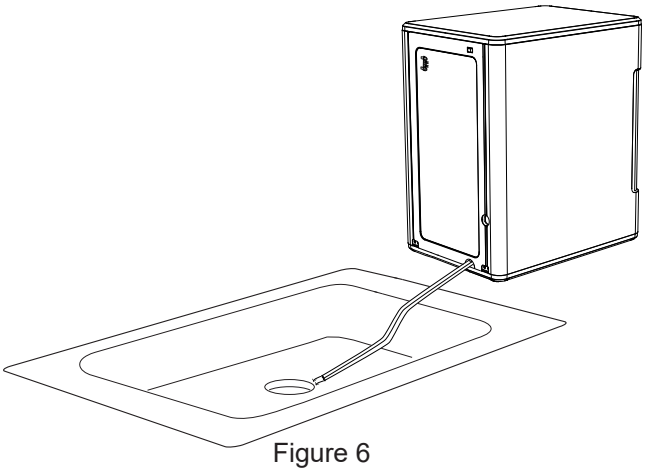

Figure 6
10. Pour vidanger, mettez les tuyaux dans un évier ou un seau qui se trouve plus bas que le niveau de la machine à glaçons. Voyez les figures 6 et 7.